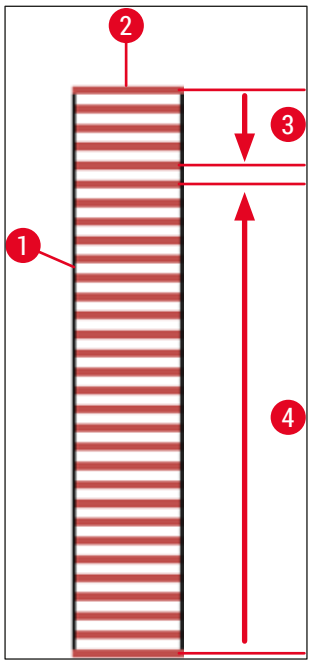

Fig. 74
Per impedire che i vetrini si asciughino durante l'elaborazione, i vetrini coprioggetto vengono sempre applicati prima ai i primi 5 vetrini. Quindi il portavetrini si sposta verso l'alto e continua l'operazione di montaggio dall'ultimo vetrino nel portavetrini (→ Fig. 74).
- La visualizzazione schematica (→ Fig. 74) di un portavetrini (→ Fig. 74-1) con i vetrini inseriti (→ Fig. 74-2) mostra la sequenza di elaborazione.